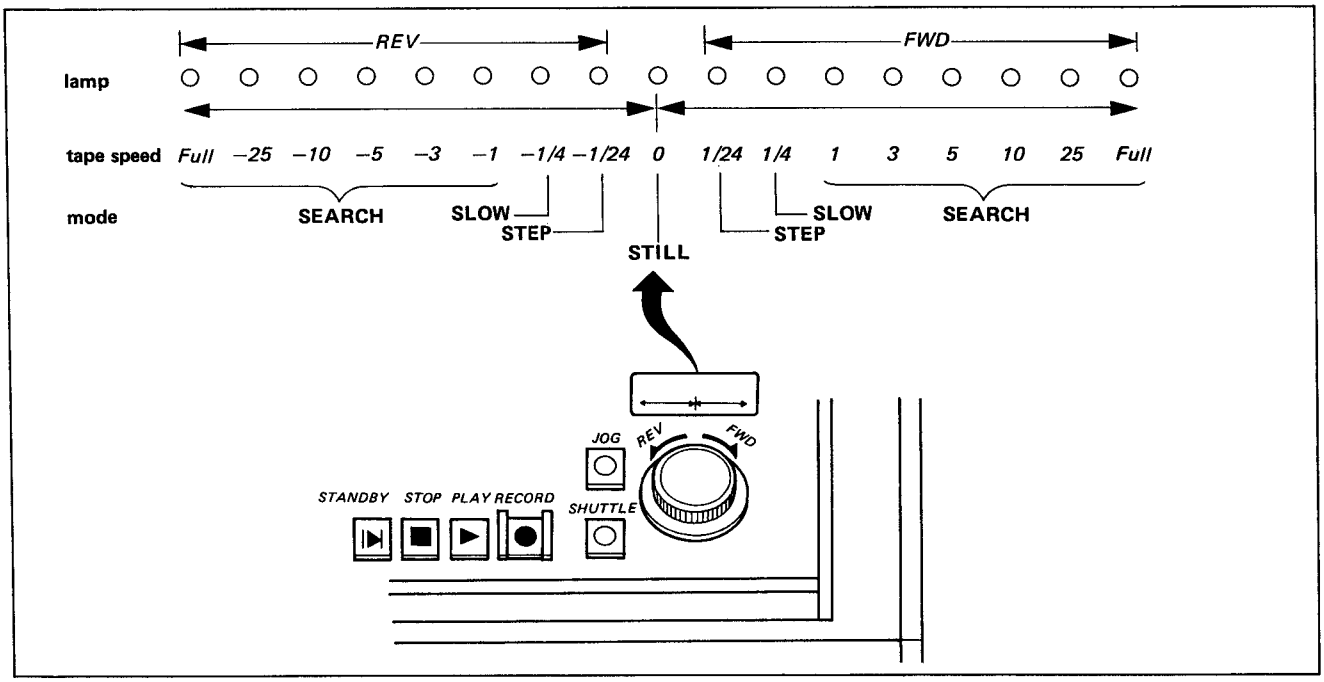

Fig. 6-11. Tape speed mode
e. Tape speed modes are illustrated in Fig. 6-11.